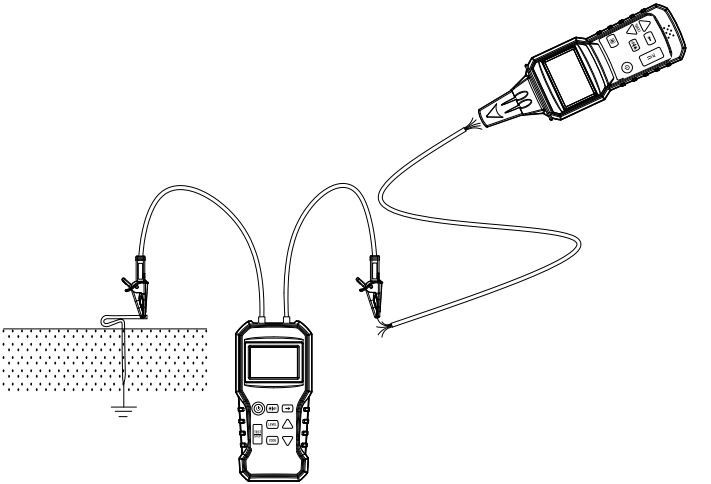

Figura 6 Uso do espigão de aterramento (haste)
2. Consulte a Figura 6 na seção ilustrações do aplicativo.